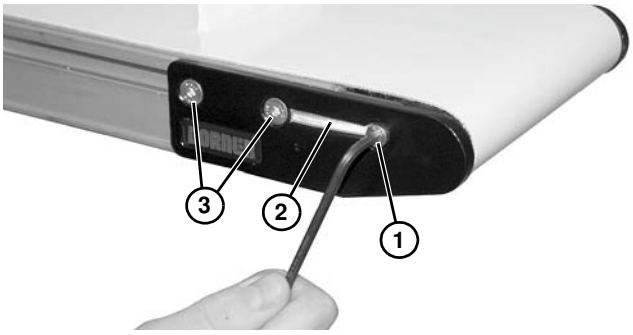

Abbildung 62
1. Auf einer Seite des Förderbands die Schraube **(Abbildung 62, Teil 1)** abnehmen und die Abdeckhaube **(Abbildung 62, Teil 2)**, sofern eingebaut, abnehmen.
2. Zwei Befestigungsschrauben **(Abbildung 62, Teil 3)** abnehmen.